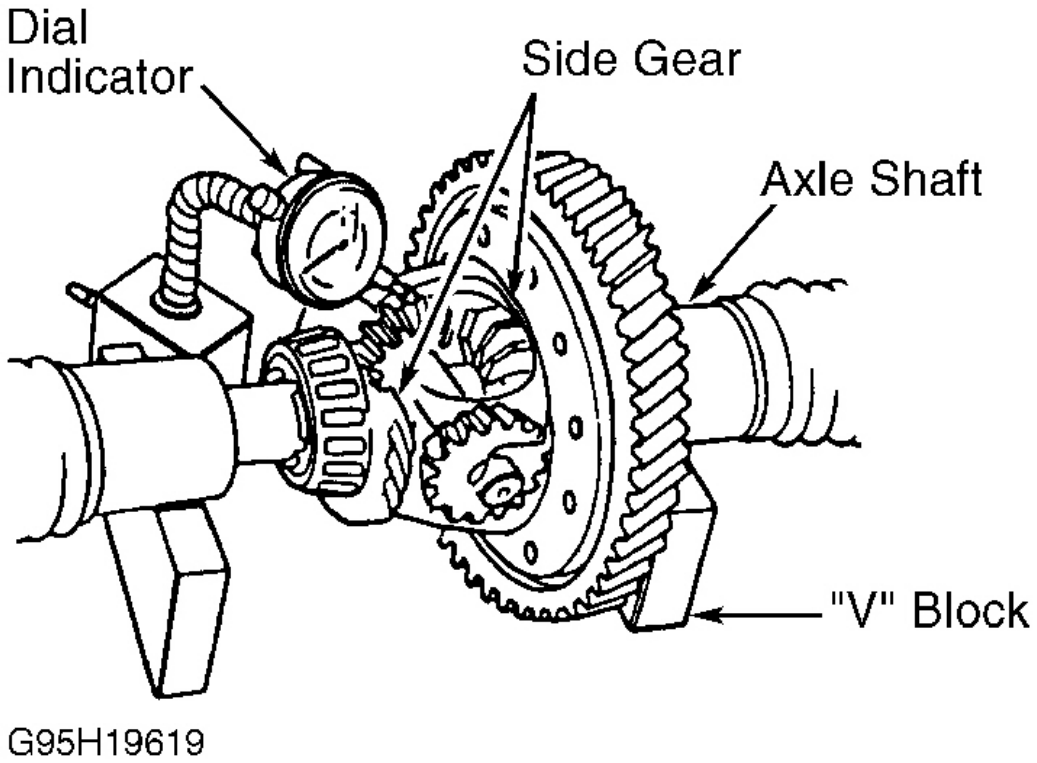

Fig. 52: Checking Side Gear Backlash
2. Install dial indicator with stem resting against pinion gear. See **Fig. 52** . Check side gear backlash. Side gear backlash should be .002-.006" (.05-.15 mm). If side gear backlash is not within specification, replace differential carrier.